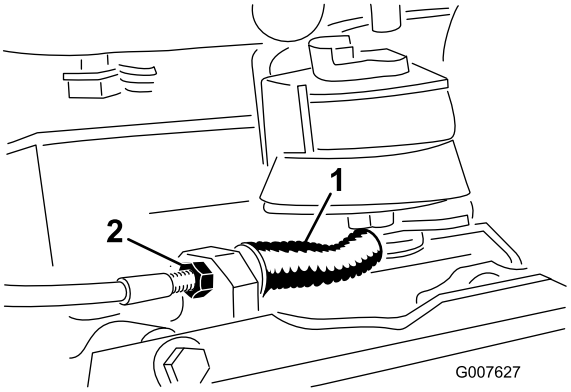

Figur 33
- Minska kabelns spänning genom att lossa kabelns främre kontramutter och dra åt den bakre kontramuttern (Figur 33). Upprepa steg 1 och 2 och justera på nytt vid behov.
- Öka kabelns spänning genom att dra åt kabelns främre kontramutter och lossa den bakre kontramuttern (Figur 33). Upprepa steg 1 och 2 och justera på nytt vid behov.